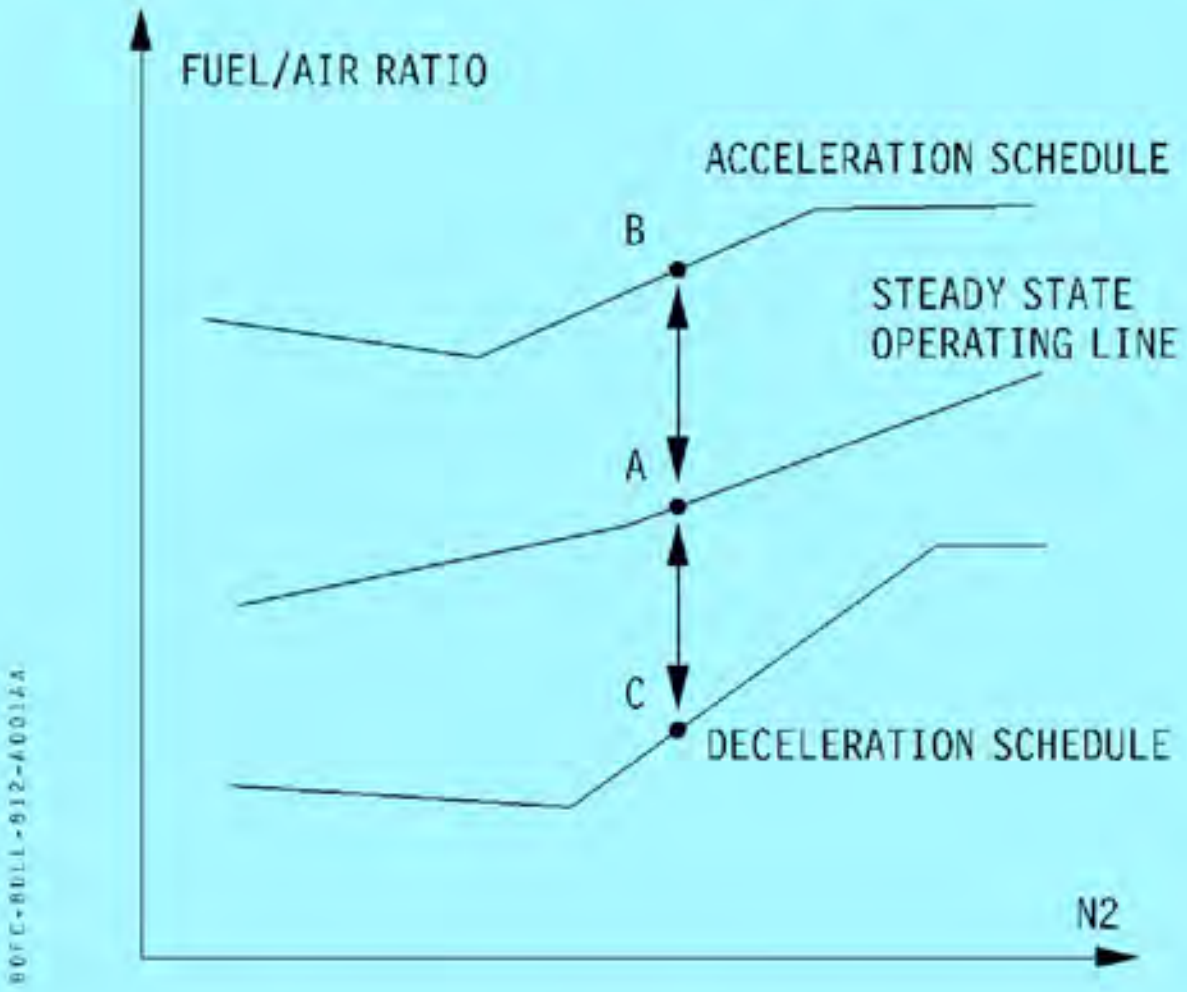

Figure 1
- The basic operating characteristics of the engine fuel control system are defined by the following operating curves, drawn on **Figure 1,** in a "Fuel / Air Ratio versus N2" graph :